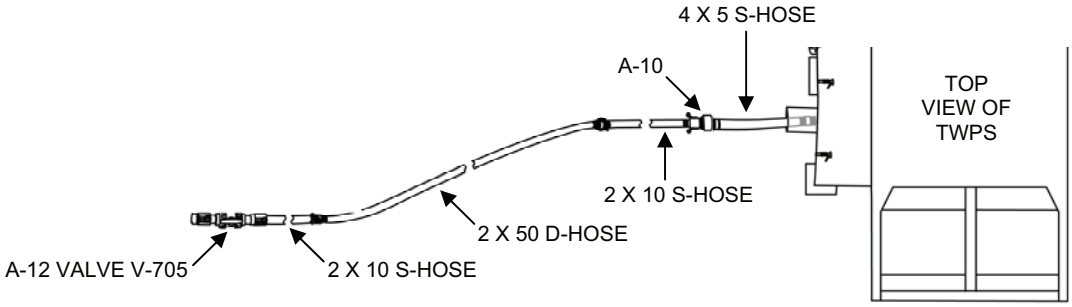

Figure 8. Cleaning Waste Hose Set-Up Without the Cleaning Waste Tank.
d. If not using the cleaning waste tank, set up the cleaning waste hoses as follows (Figure 8):